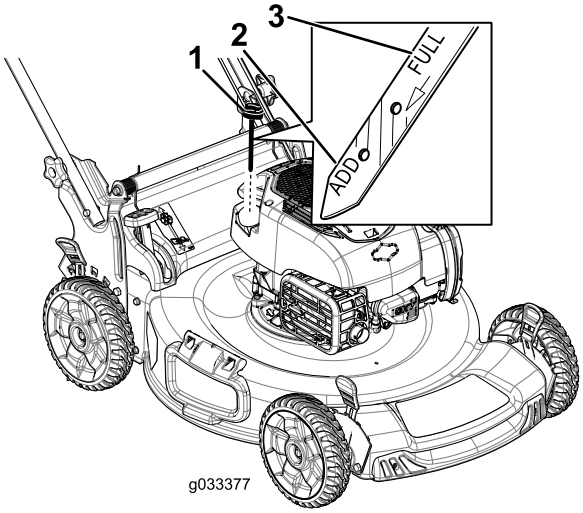

Figur 14
2. Tag målepinden ud, tør den af, og sæt den helt i igen (Figur 14).
3. Tag målepinden ud, og kontroller oliestanden (Figur 14). Hvis oliestanden er under mærket **Add** (påfyld) på målepinden, skal du langsomt hælde olie i påfyldningsrøret, indtil oliestanden når op til mærket **Full** (fuld) på oliepinden. **Fyld ikke for meget på.**